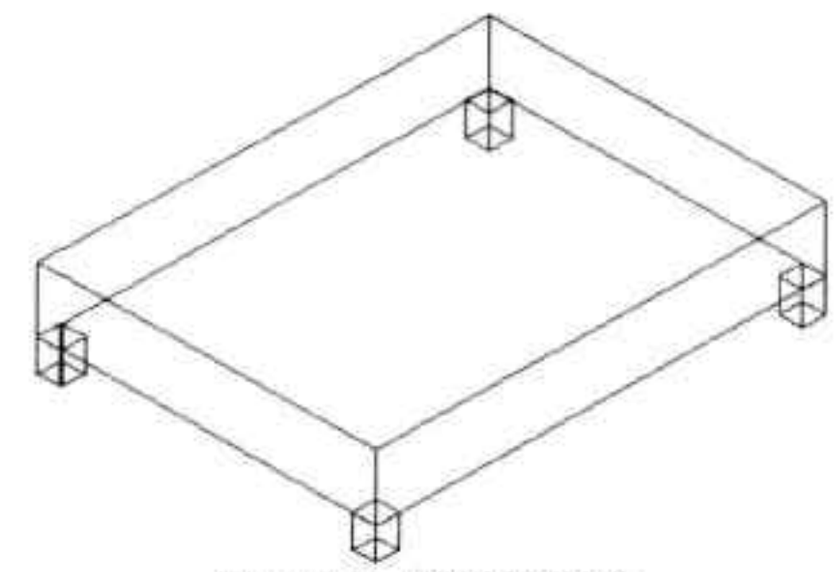

图14-59 镜像其他床腿
Step06 按照同样的方法，执行“三维镜像”命令，选中两个床腿，将其进行镜像，结果如图 14-59 所示。